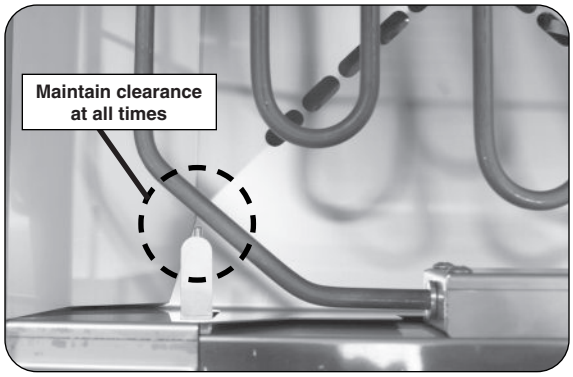

**Fig. 18-2** Thermocouple clearance
**Important:** To prevent overheating, the cooking element must not come in contact with the thermocouple. A nominal clearance of 1/8" must be maintained at all times. (See Fig. 18-2.)